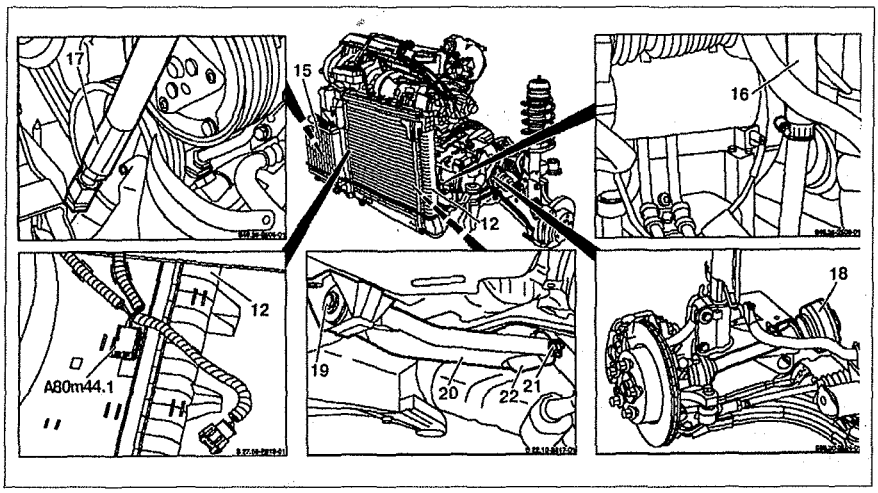

Рис. 3.5. Снятие двигателя с трансмиссией:
12. Отсоедините разъем вентилятора **A80m44.1** от радиатора **12** АКПП (см.рис.3.5).